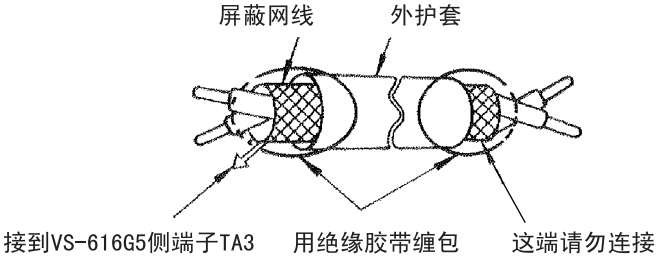

图 3.32 屏蔽线的端末处理
2. 与 PG 的连接线，请使用屏蔽线，为了防止噪声而引起误动作，请按图 3.32 那样处理屏蔽线端末。并长度小于 100 米。